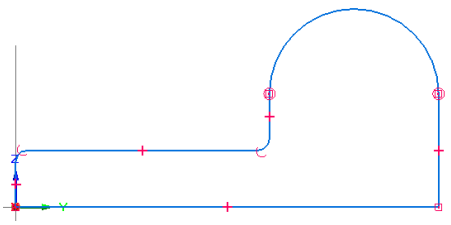

Figure 2-46 *Fillets created in the model*
4. Similarly, move the cursor over the corner where the upper horizontal line intersects the vertical line originating from the left endpoint of the arc. Now, click to select this corner; a fillet is created at this corner. Figure 2-46 shows the fillets created in the model.